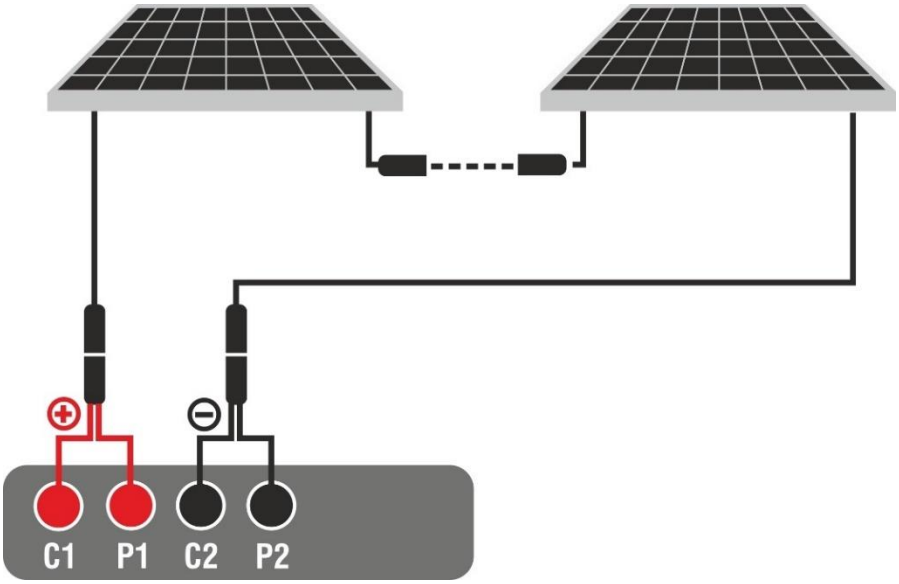

Fig. 57: Conexión para la prueba IVCK sin unidad remota
25. Conecte el instrumento al módulo/string en pruebas como se muestra en la Fig. 57. En particular, conecte el polo Negativo en la salida del módulo/string a los terminales **P2, C2** y el polo Positivo en salida del módulo/string a los terminales **P1, C1**